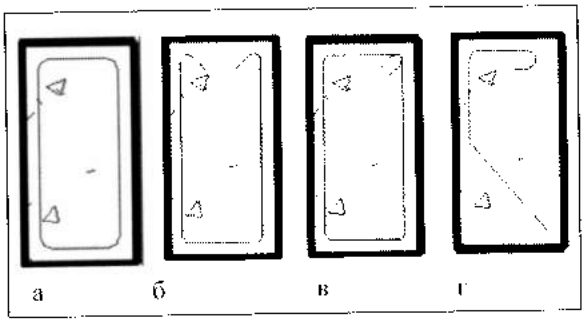

Рис. 43.4. *Виды симметрии в арматурных стержнях*
5. Навести курсор на область размещения арматуры. Эта область выделяется пунктирным контуром, а внутри его отображается размещаемый арматурный профиль, который автоматически выравнивается по границе области. В зависимости от вида симметрии (рис. 43.4), перемещая курсор в рассматриваемой области, добиться нужной ориентации. Профили с хомутами армирования свободно поворачиваются и перемещаются в пределах области армирования. Ориентация профилей со стандартными изгибами может изменяться на противоположную ориентацию. Дополнительно изменить размещение можно клавишей «Пробел». Зафиксировать положение профиля щелчком кнопки мыши.